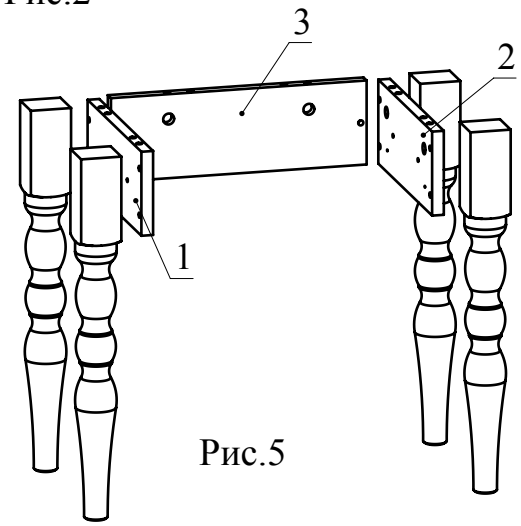

Рис.5
3. Соединить при помощи конфирматов детали 1, 2 с опорами точеными (Рис. 5).
4. Соединить при помощи конфирматов деталь 3 с деталями 1, 2 (Рис. 5).